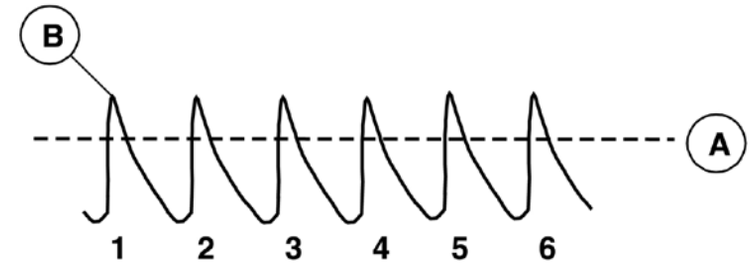

Fig.2
2. Unscrew the two nuts (**C-Fig.2**) that secure the sensor.